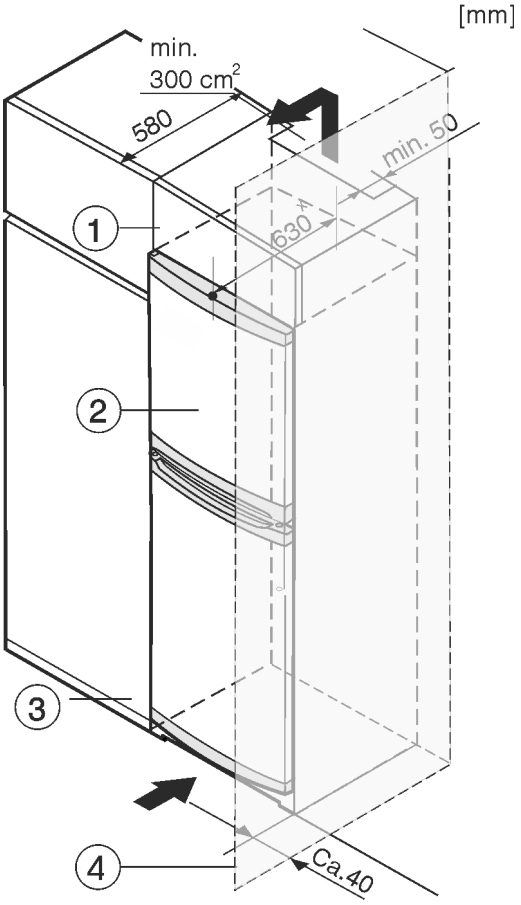

Fig. 8
Urządzenie może zostać obudowane szafkami kuchennymi. Aby dopasować urządzenie *Fig. 8 (2)* do wysokości ciągu szafek kuchennych, można nad urządzeniem umieścić szafkę nasadzaną *Fig. 8 (1)*.
W przypadku obudowania szafkami kuchennymi (głębokość maks. 580 mm) urządzenie można ustawić bezpośrednio obok szafki kuchennej *Fig. 8 (3)*. Urządzenie wystaje z boku o 34 mm x i na środku urządzenia o 50 mm x w stosunku do szafek frontów kuchennych.
Jeżeli urządzenie będzie ustawiane z zawiasami do ściany *Fig. 8 (4)*, to pomiędzy urządzeniem i ścianą należy zachować minimalny odstęp, wynoszący 40 mm. Na taką odległość wystaje klamka przy otwartych drzwiach.